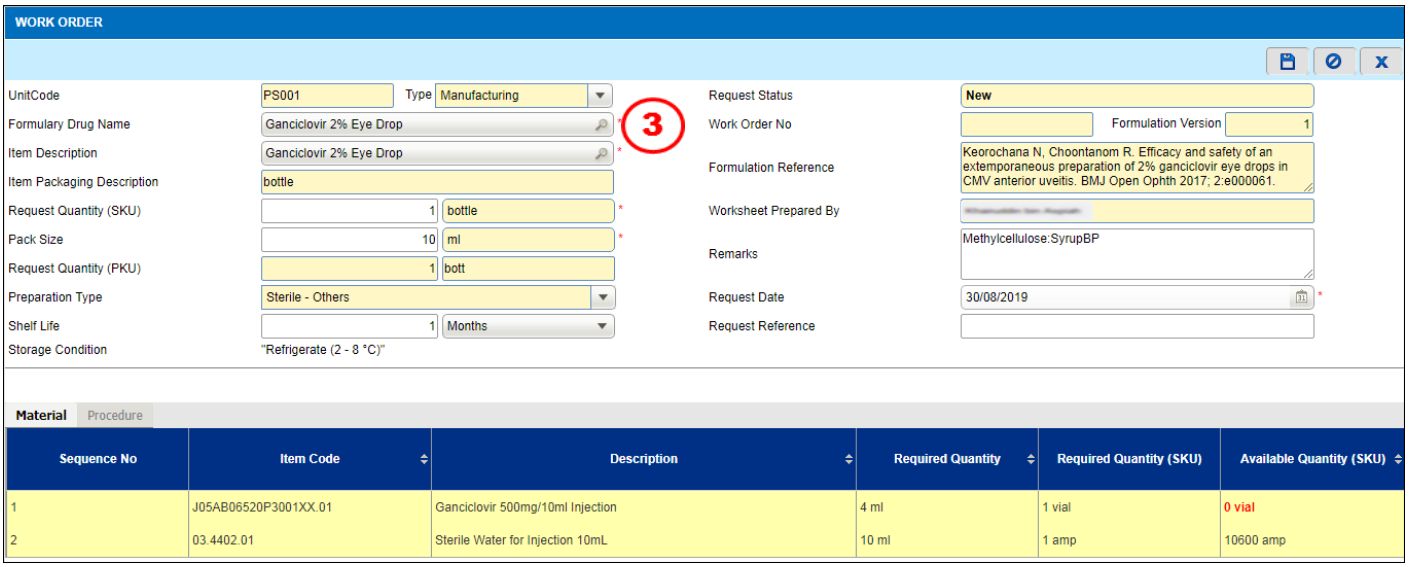

Figure 3.1-2 New Work Order screen
- *Work Order screen will be displayed as shown in the Figure 3.1-2.*